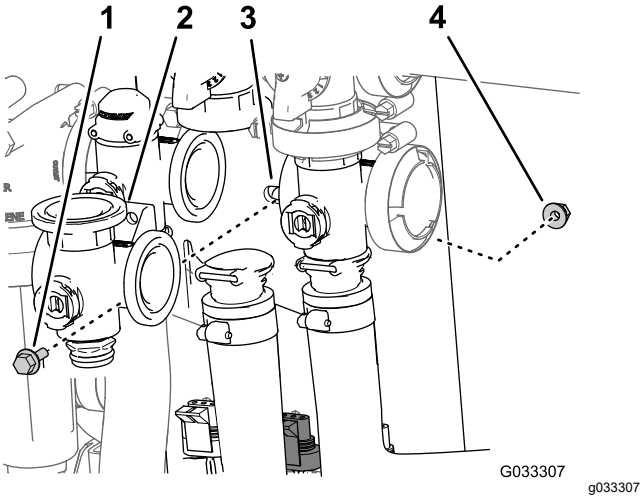

Figur 70
3. Afmonter flangehovedbolten og flangelå-semøtrikken, der fastgør omrøringsventilen til ventilbeslaget, og afmonter ventilmanifolden fra maskinen (Figur 70).